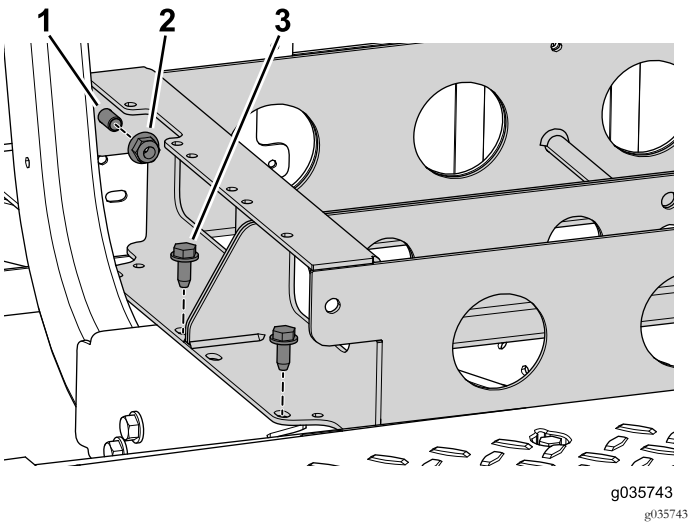

Figura 59
6. Rimuovete i 4 bulloni che fissano il vassoio della batteria alla macchina (Figura 59).
7. Rimuovete i 2 dadi flangiati, ma non i 2 bulloni, che collegano i vassoi della batteria anteriore e posteriore (Figura 59).